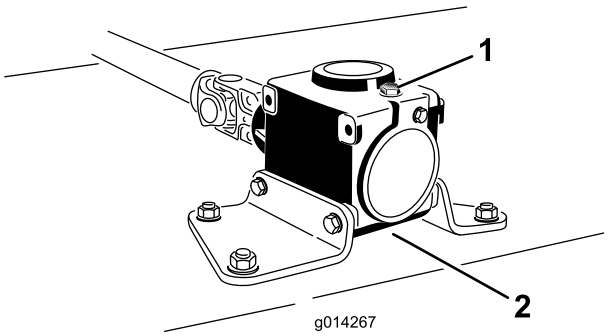

Figur 42
6. Ta ut peilestaven/fyllpluggen fra toppen av girkassen (Figur 42), og kontroller at oljenivået er mellom merkene på peilestaven.
6. Fjern peilestaven/fyllpluggen fra toppen av girkassen (Figur 42).